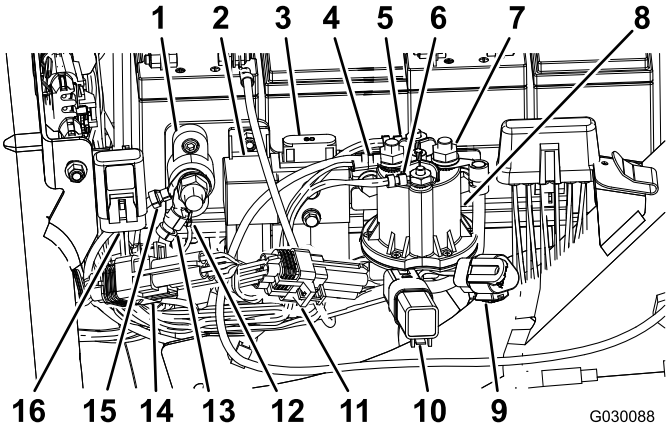

Figure 8
11. Déposez et mettez au rebut le capuchon du fusible 10 A/58 V (fil rouge et fil jaune) ; voir la Figure 8.